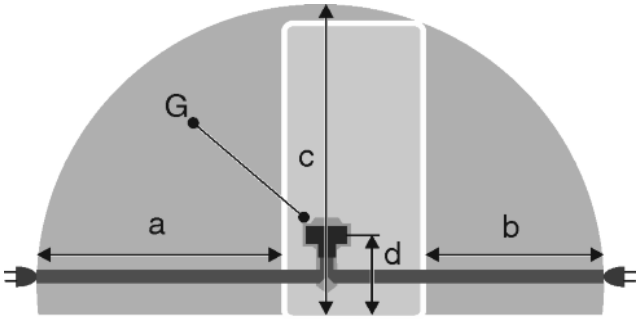

Fig. 27
- The socket is outside the back of the appliance area in the specified area *Fig. 27 (a, b, c)*.
▶ Insert the appliance plug *Fig. 27 (G)* into the back of the appliance. Ensure that it clicks into place.